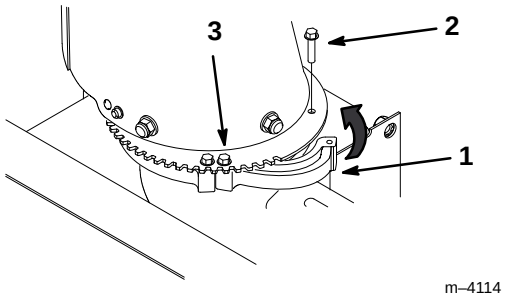

**Figure 2**
**5.** Rabattre le segment mobile de la bague de retenue sur la couronne d'éjecteur, et le fixer à l'aide d'une vis no 10–4 x 1,5 cm (5/8") (Fig. 2).
**6.** Serrer l'autre vis pour fixer le segment de retenue de l'éjecteur (Fig. 2).